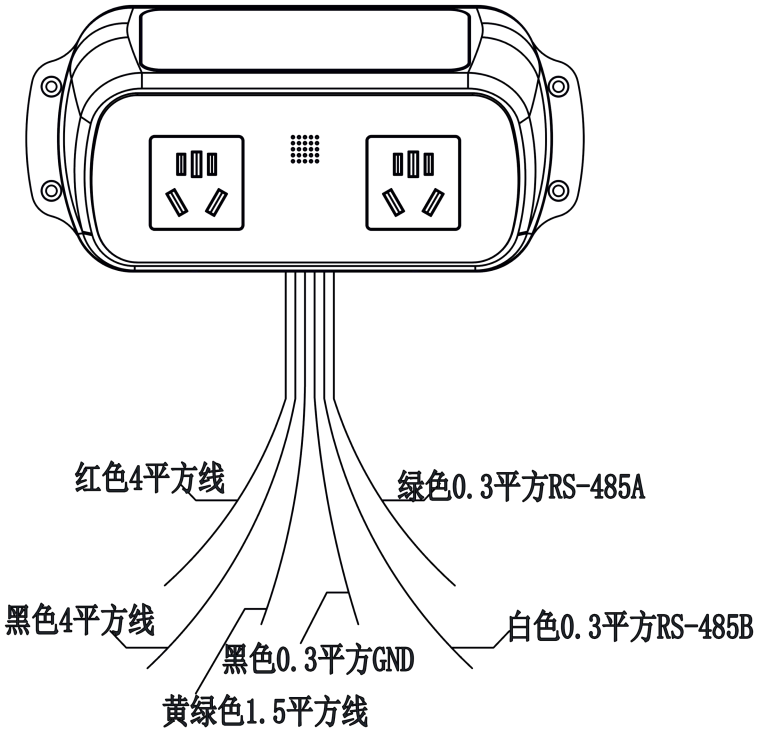

图 4-1
3、电源线建议每台设备单独使用 3 根 4mm²的 BVR 线（红色火线、蓝色零线、黄绿色地线），布线时使用 40mm*20mm 的线槽，电源线一端连接设备，另一端连接至配电箱开关下端。各主、从设备的 RS-485 通讯线推荐使用屏蔽双绞线，型号为 RVSP2*0.5（二芯屏蔽双绞线，每芯由 16 股的 0.2mm 的导线组成），将主、从机绿线（RS485-A）、白线(RS485-B)进行级联，通讯线屏蔽层连接设备 0.3mm²黑线（GND）且确保线路两端屏蔽层可靠接地，线路全程不裸露，如图 4-1、图 4-2、图 4-3。